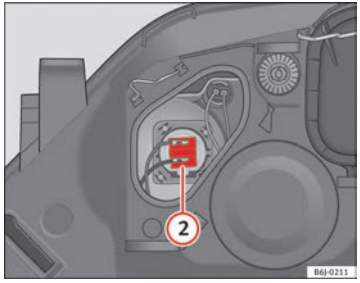

Fig. 137 Luz de carretera
– Extraiga el conector ⇒ fig. 137 (2) tirando hacia afuera.